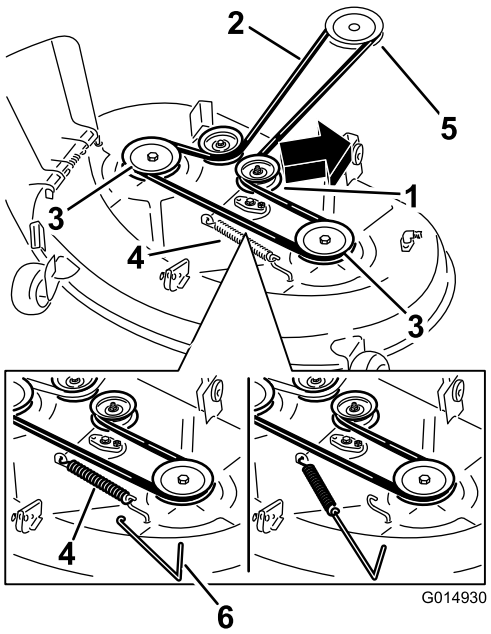
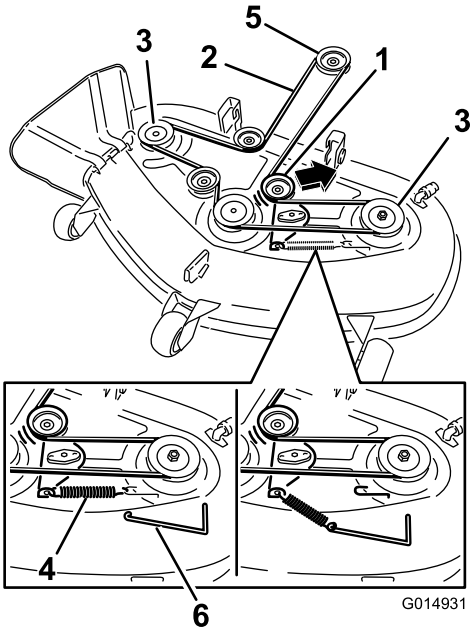

**Figur 67**
**Figur 68**
4. Bruke et fjærfjerningsverktøy (Toro-delenr. 92-5771) til å fjerne ledefjæren fra klippeenhetskroken for å fjerne spenningen på lederullen. Dra så remmen av rullene (Figur 67 og Figur 68).
5. Legg den nye remmen rundt motorremskiven og klipperskiven (Figur 68).
6. Bruke et fjærfjerningsverktøy (Toro-delenr. 92-5771) til å montere ledefjæren over klippeenhetskroken og tilføre spenningen til lederullen og klipperremmen ((Figur 67 og Figur 68)).